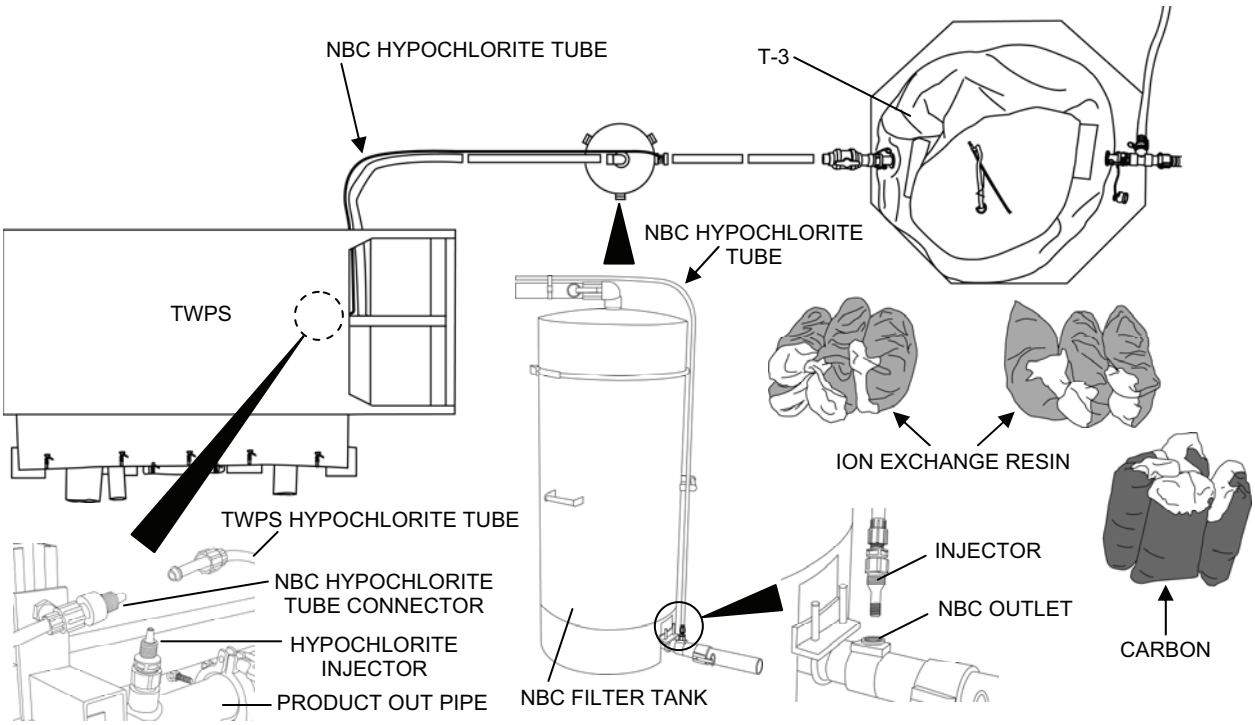

Figure 4. NBC System Deployment.
4. Set up the NBC system as follows (Figure 4):
6. Connect the NBC hypochlorite injection tube as follows (Figure 4):